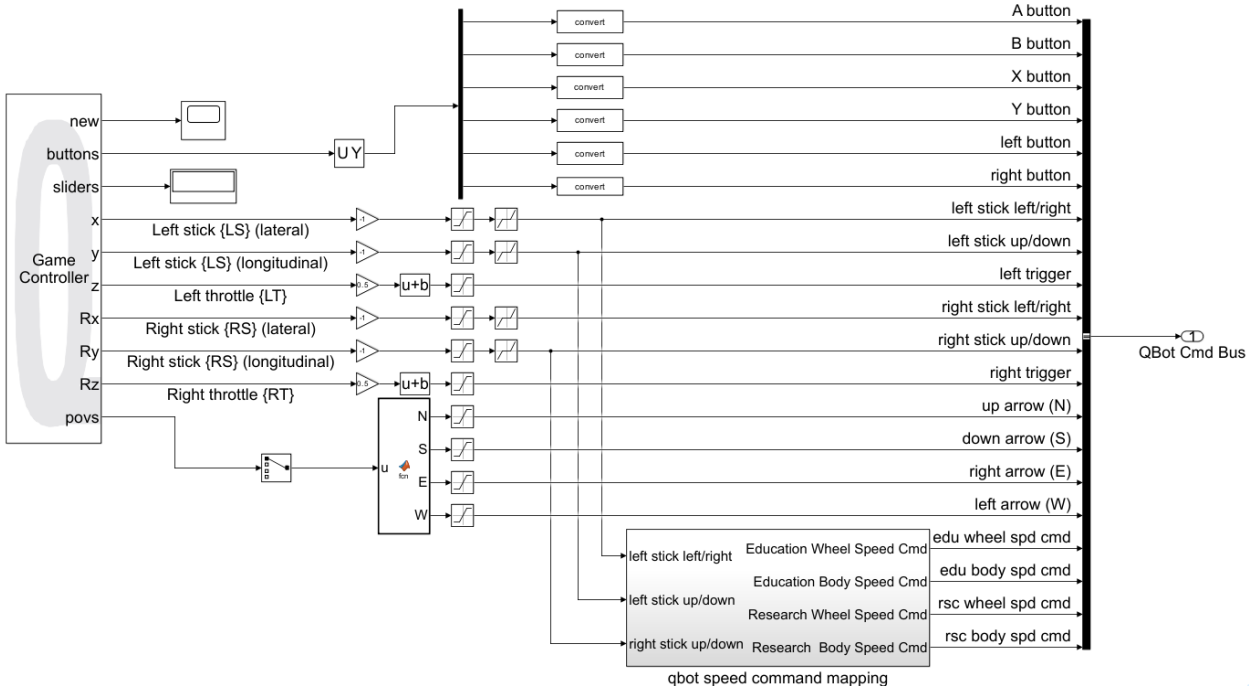

Figure 4. Joystick Driver Subsystem
5. Double click on **Joystick Driver** block to open the subsystem as shown in Figure 4. This subsystem processes the raw data coming from the controller and creates a data bus to send to the QBot Hardware Subsystem. Notice that the data from the joysticks are mapped to QBot speed commands in this subsystem.